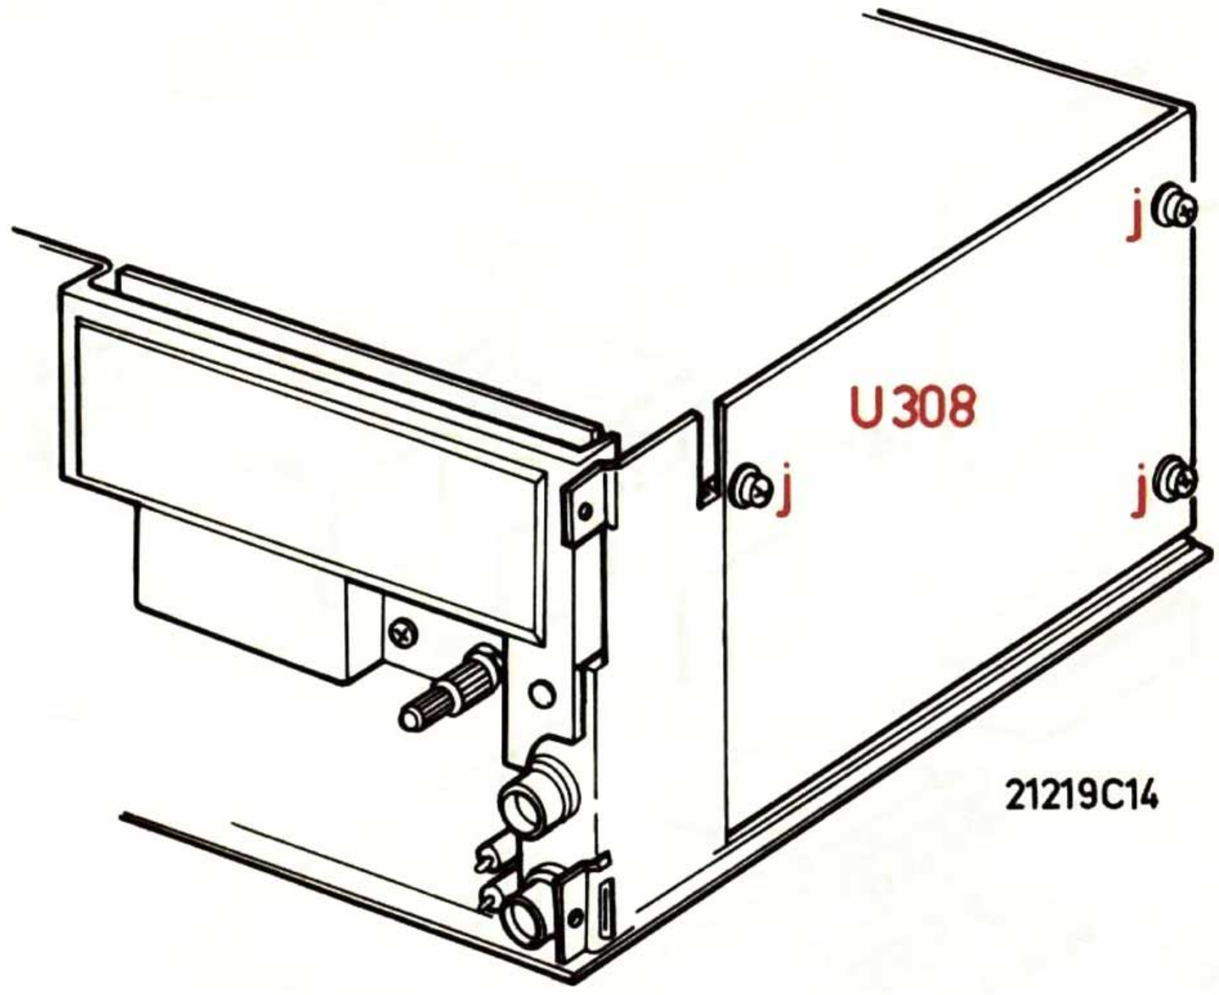

Fig. 10
- Verwijder 3 schroeven "j" (Fig. 10).